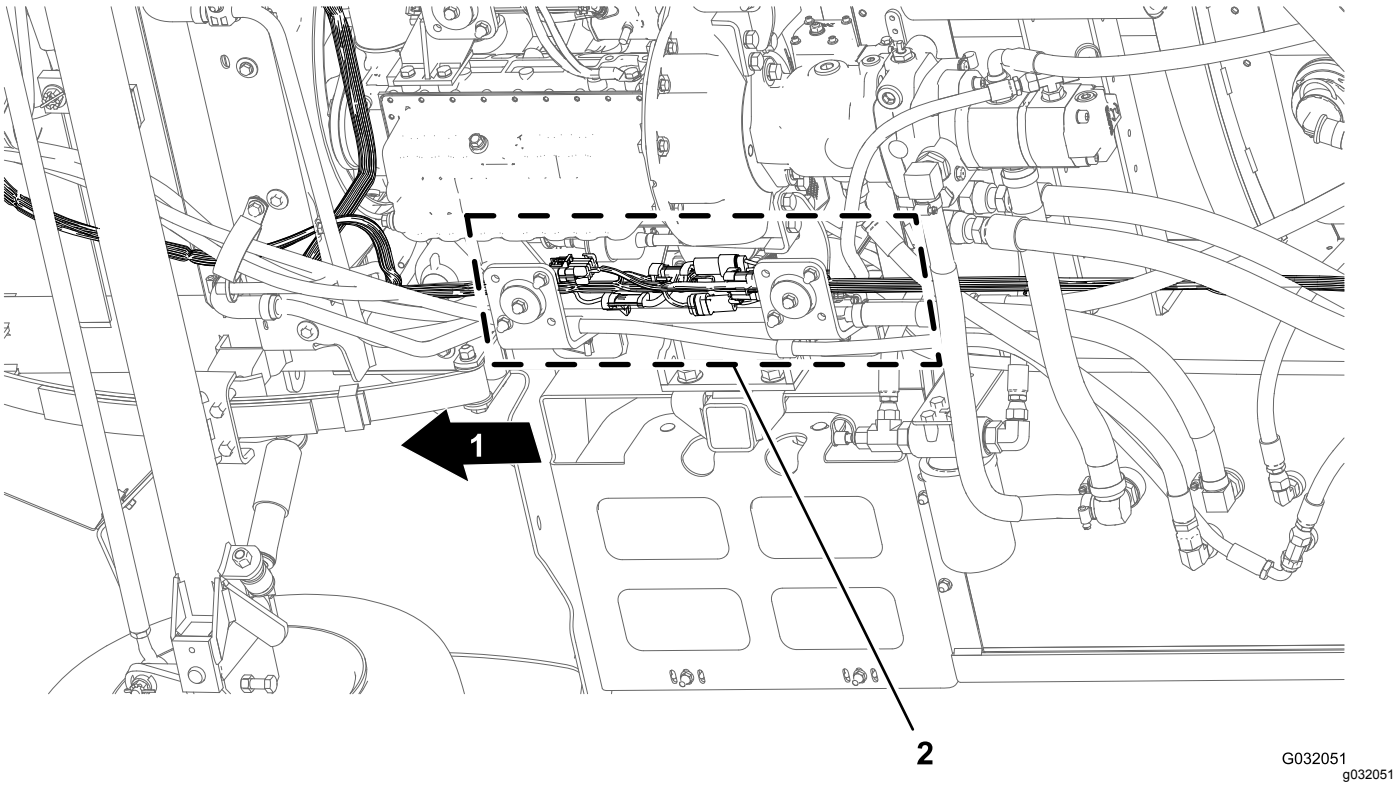

Figur 28
1. Under maskinen längs det högra ramröret letar du reda på elkontakterna för maskinens främre och bakre kablage (Figur 28).